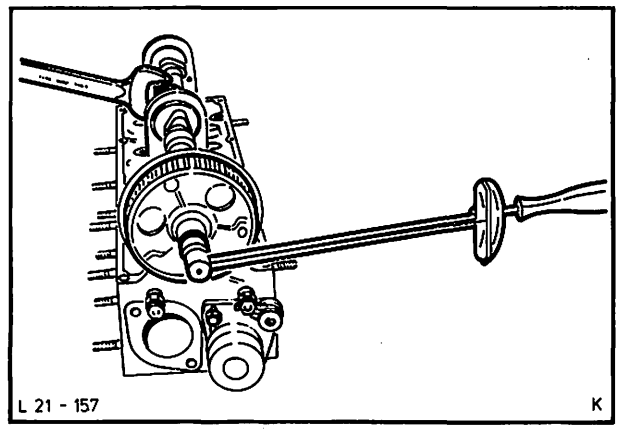

Abb. 225 Nockenwellen – Zahnriemenrad mit vorgeschriebenem Drehmoment festdrehen
17. Anlaufscheibe und Nockenwellen-Zahnriemenrad mit der verstärkten Seite nach außen aufschieben. Schraube mit vorgeschriebenem Drehmoment anziehen, dabei Nockenwelle, Abb. 225, mit einem Gabelschlüssel festhalten.